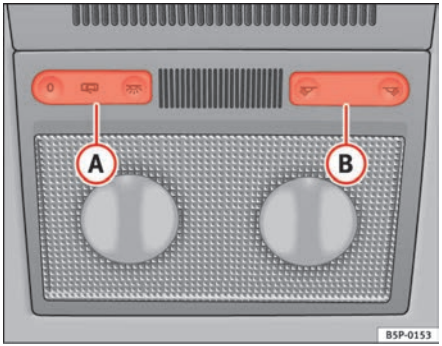

Fig. 78 Interior roof trim: front interior lights
The switch ⇒ fig. 78 (A) is used to select the following positions:
Push the switch to position O ⇒ fig. 78.